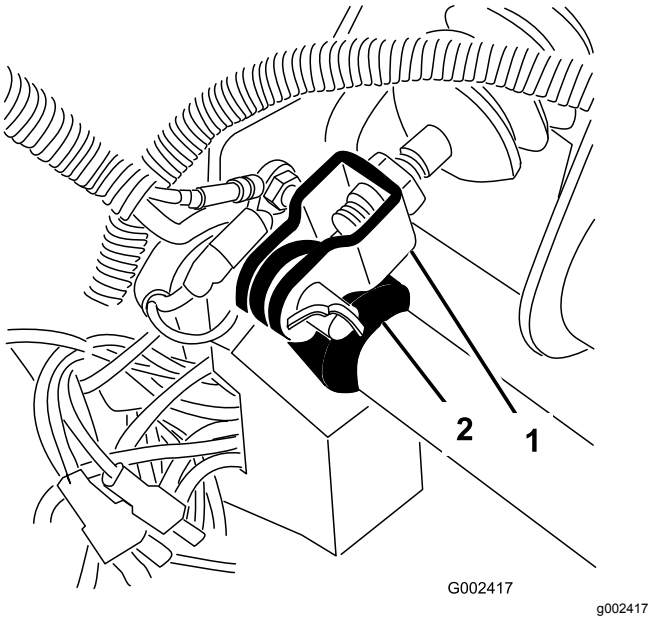

図 60
1. マスターシリンダのヨークをブレーキペダルのピボットに固定しているコッターピンとクレビスピンを取る図 60。